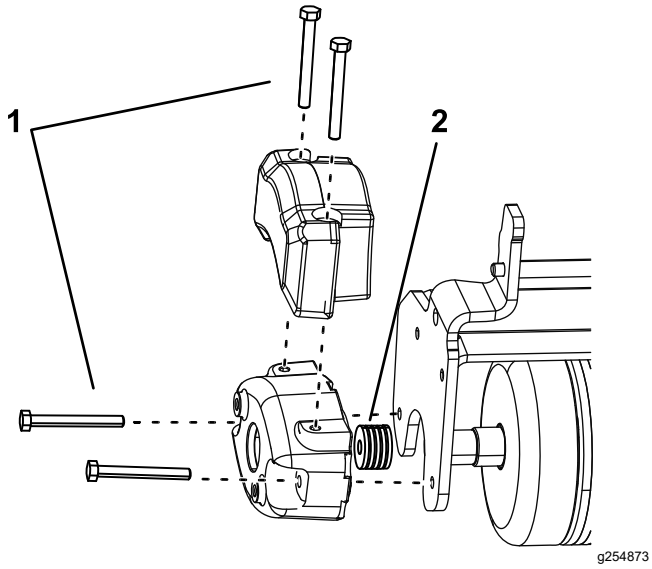

Figure 6
2. Installez 2 boulons (5/16"-18 x 2¾") comme montré à la Figure 6.
3. Installez 4 rondelles (⅛") par boulon entre le contrepoids et la plaque latérale de l'aérateur (Figure 6).